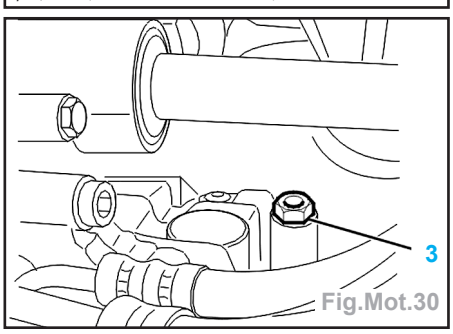

Fig.Mot.30
- Vidanger le moteur en déposant le bouchon (3) (Fig.Mot.30).